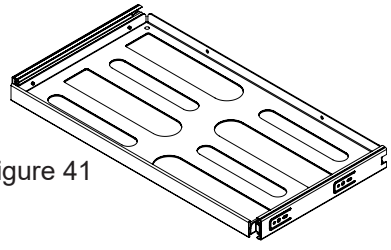

Figure 41
(1) Four bottle rollout wine shelf with glass and vibration dampening mat. (See figure 41).
(1) Three quarter wide rollout glass shelf and frame. (See figure 41).